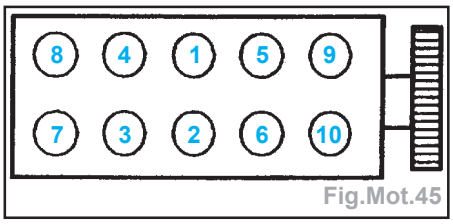

Fig.Mot.45
- Effectuer le serrage de la culasse à 2,5 daN.m + 255° +/-10° (Fig.Mot.45).